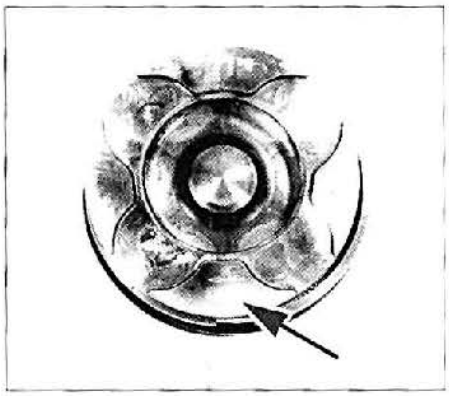

FIG. 63
• Colocar cada conjunto biela y pistón aceitado y emparejado en el bloque motor (conjunto nº1 lado volante motor), orientar la flecha **(fig. 63)** grabada en la cabeza de pistón hacia la distribución.